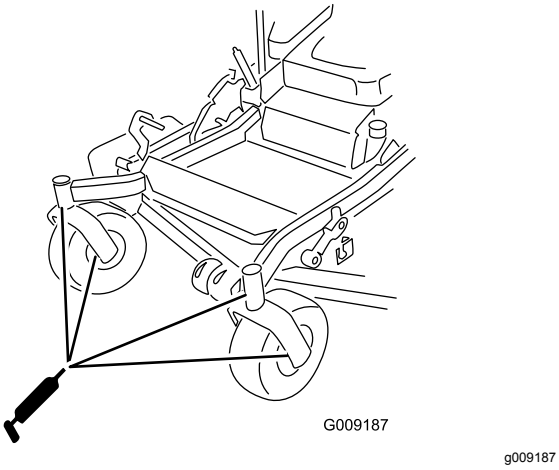

Figur 48
12. Montera sexkantpluggen och dammkåpan (Figur 48).